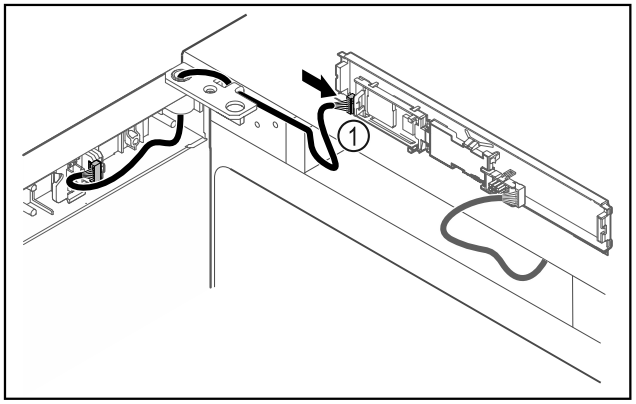

Fig. 40
▶ Introduceți fișa *Fig. 40 (1)* la placa electronică.